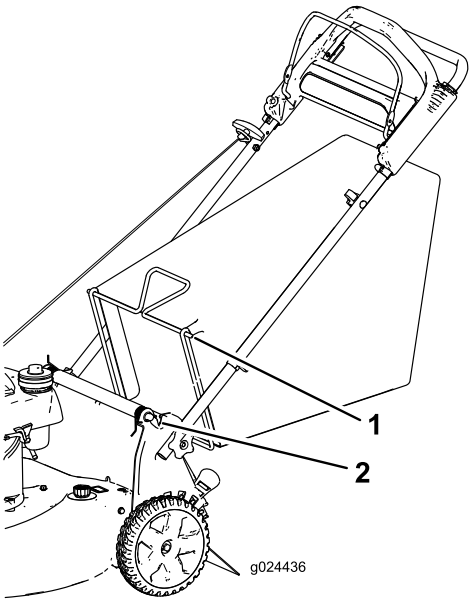

Figura 14
2. Instale la bolsa de recogida, asegurándose de que los pasadores de la bolsa descansan en las muescas del manillar (Figura 14).